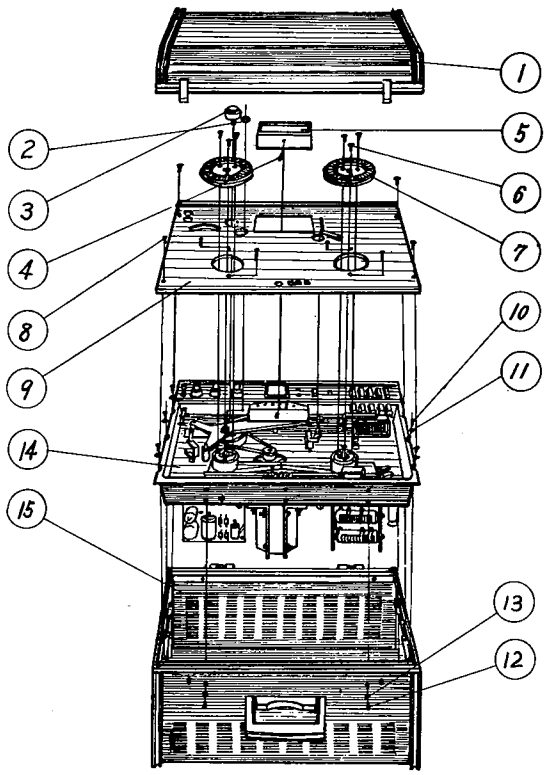

FIG. 3 REMOVING UNIT FROM CASE
5. Remove the following parts and hardware (see Fig. 3).
- Pinch roller (3)
- Dust Cap (2)
- Reel Tables (7) (left and right) by removing three (each) screws (6)
- Head hausing (5) by removing screw (4)
- Four mounting screws (8)
- Face plate (9)
- Five mounting screws (10) and washers (11)
- Two mounting screws (12) and washer (13)
6. Place recorder in horizontal position then remove the deck from case (15)